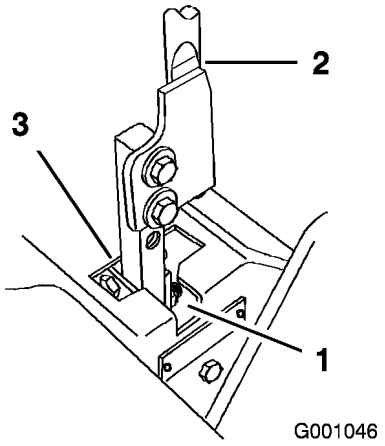

Figur 64
5. Flytta spaken till neutralläget men lås inte fast den (Figur 64).
6. Dra spaken bakåt tills sprintbulten (på armen nedanför den vridbara axeln) kommer i kontakt med spårets ände (så att den precis börjar tryckbelasta fjädern) (Figur 64).
7. Kontrollera var rörelsereglaget står i relation till spåret i konsolen (Figur 64). Det ska vara centrerat så att reglaget kan vridas utåt mot det neutrala låsläget.